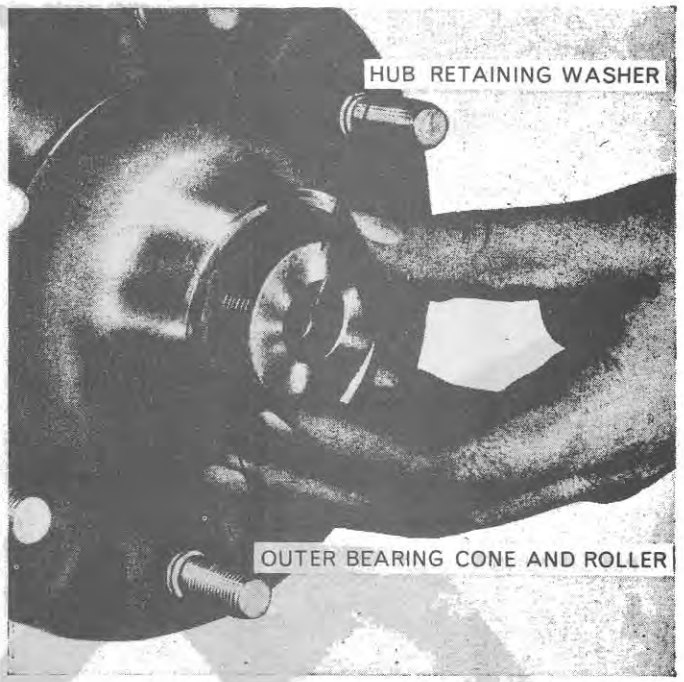

Figure 16
6. Install the wheel hub grease retainer on the wheel spindle, with the metal side away from the tractor as shown in Figure 16.